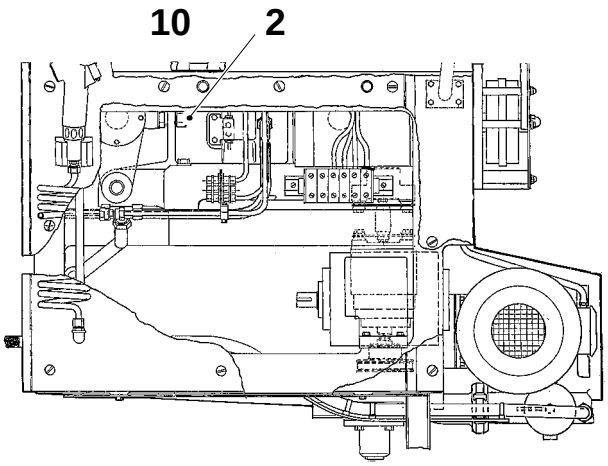

Fig. 2
c) Slacken the station chain by tightening the nut (2), fig 2.